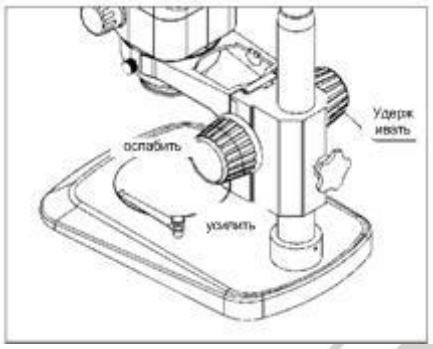

Рис.2.
- Чтобы настроить степень закрепления фокусирующего штатива, пожалуйста, держите одну из фокусирующих ручек, а другую вращайте для достижения нужного положения. Степень закрепления зависит от направления вращения ручки (см. Рис. 2)